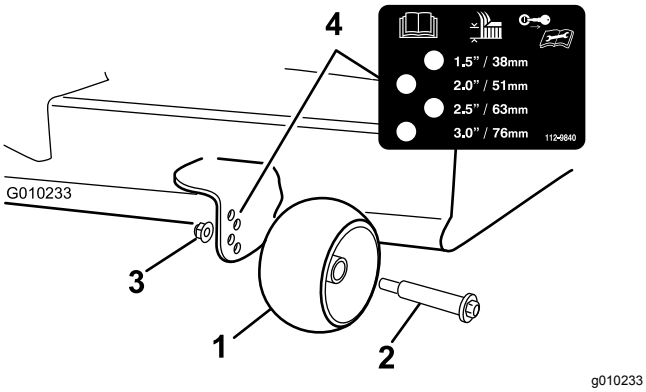

Figur 18
3. Juster antiskalperingsrullerne (Figur 18) for at matche den tætteste klippehøjdeposition.